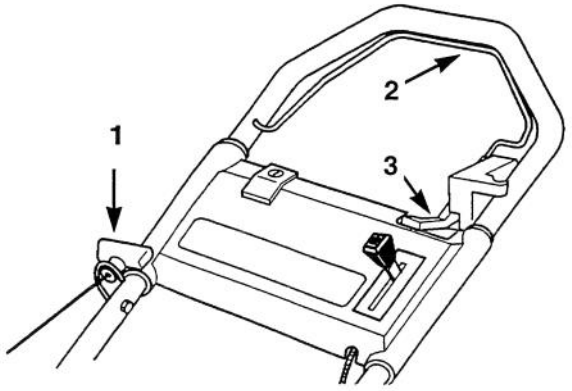
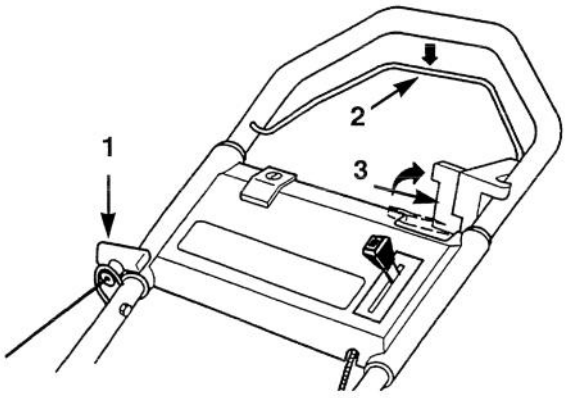
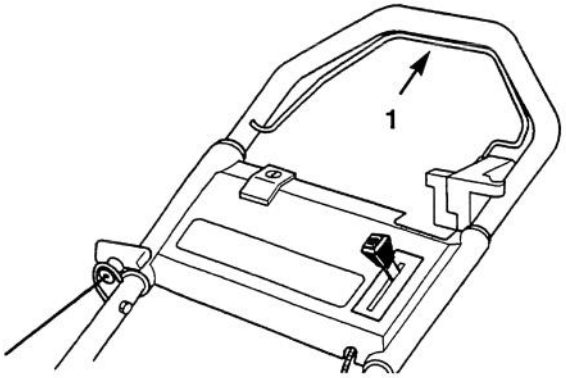

**Figure 3**
**Figure 4**
**Figure 5**
**4.b.** SELF-PROPELLED MODEL—Move the traction control lever forward (toward the engine) (Fig. 3) and squeeze the control bar until it contacts the handle. Pull the recoil starter out until positive engagement results; then pull vigorously to start the engine. Lower the control bar halfway and move the traction control lever backward (toward the operator) (Fig. 4). Slowly squeeze the control bar against the handle to engage the traction mechanism (Fig. 5). Regulate the throttle as desired between FAST and SLOW.